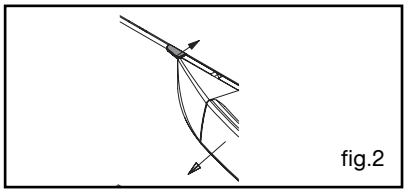

fig.2
- Press the lever and then open the door (fig 2)